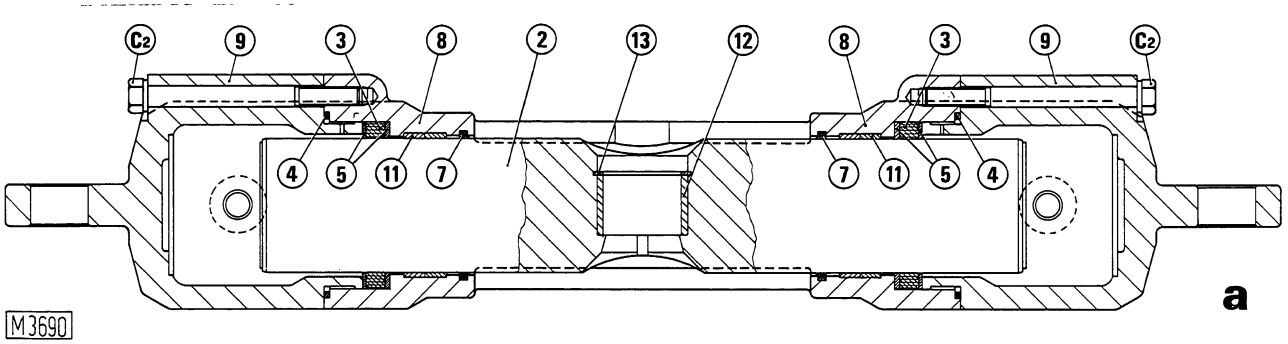

Fig. 15-35 - Longitudinal section through tilt cylinder.
15.8.4 BLADE TILT CYLINDER (FIG. 15-35)
Check the condition of all seals and piston rod guides (11, fig. 15-35).
Assemble all seals on cylinder body (8, fig. 15-35).